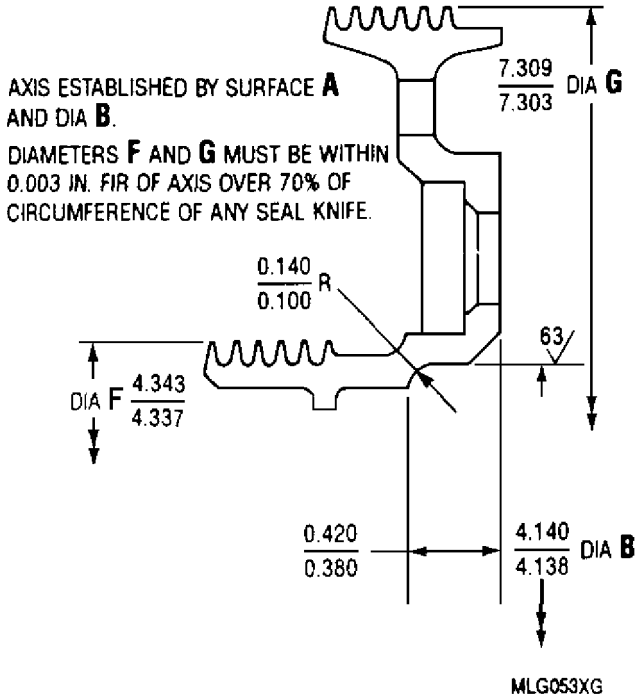

Figure 5. Turbine Front Bearing Rear Labyrinth Seal
a. Repair the ID's (Diameter B and E, figure 4), and (Diameter B, figure 5) of worn seals by metallizing as follows:
(1) Machine the ID of seal to remove all damage. The maximum amount of material removed is not to exceed 0.010 in. on diameter.
(7) Use Metcoloy No. 2 Wire as the coating alloy. Coat the specified areas to a thickness required for finishing. Avoid overlap in the coating process to prevent excessive runout.
(8) Remove masks carefully to prevent damage to coating.
(9) Machine ID of front labyrinth seal (Diameters B and E) to limits in figure 4. Machine ID of rear labyrinth seal (Diameter B) to limits in figure 5.